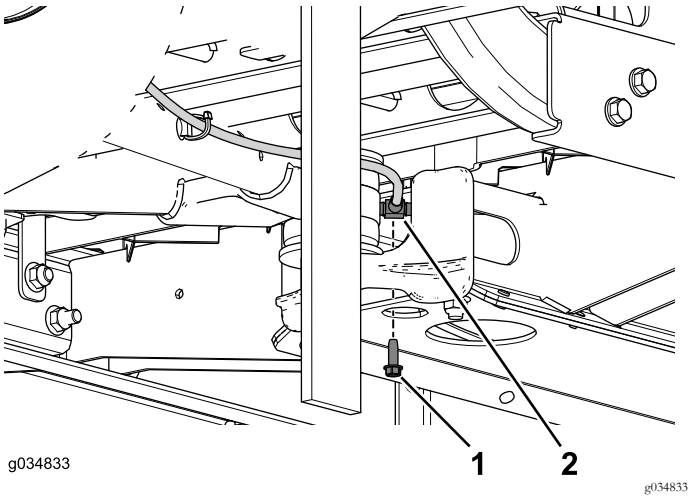

Figura 66
6. Remova o parafuso autorroscante que prende a união em T ao canal central (Figura 66).